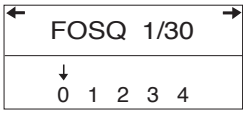

**Figure 4–8 FOSQ Screen 1 of 30**
2. From the Standby screen, press the – button to access the first FOSQ screen, shown in Figure 4–8.